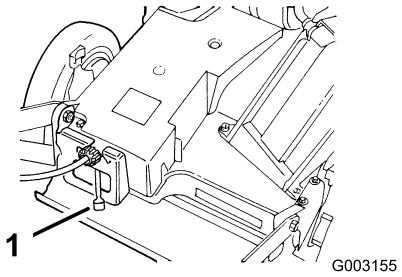

Rysunek 14
4. Ustaw drążek regulacji prędkości w pozycji bieg jałowy (N) (Rysunek 14).
Kosiarka posiada 3 prędkości jazdy. 1 — wolna, 2 — średnia i 3 — szybka. Drążek regulacji prędkości znajduje się z tyłu pokrywy pasa (Rysunek 14).